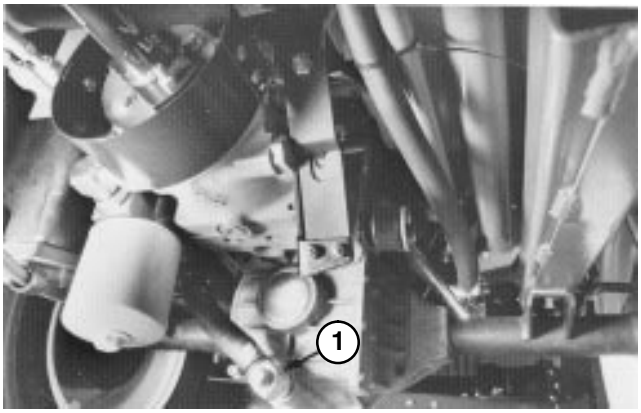
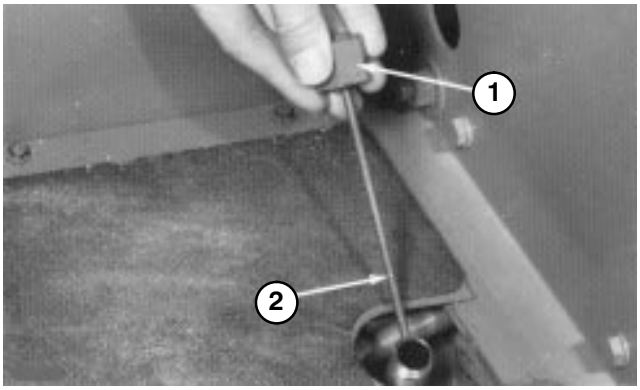

Figure 53
Figure 54
4. Remove drain plug from fitting between axle housing and oil filter and allow oil to flow into drain pan (Fig. 53).
6. Install drain plug in fitting between axle housing and oil filter (Fig. 53).
7. Remove dipstick from axle filler tube (Fig. 54) and fill axle to proper level with correct type and viscosity oil recommended for expected ambient temperature conditions; refer to table above.
9. Leave machine set for two additional minutes, then remove dipstick and check oil level in axle (Fig. 54). If level is low, add oil until level matches groove in dipstick (Fig. 54). If level is too high, remove drain plug (Fig. 53) and drain oil until oil level matches groove in dipstick.